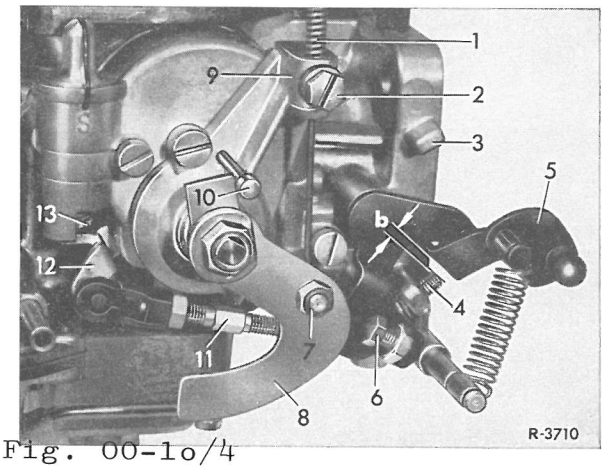

Fig. 00-1o/4
4 Chokeren trækkes helt ud på instrumentbrættet. I denne stilling skal der imellem tomgangsindstillingsskruen (4) og spjældarmen (5) være afstanden "a". Om nødvendig korrigeres afstanden med indstillingsskruen (6) (fig. 00-1o/5).